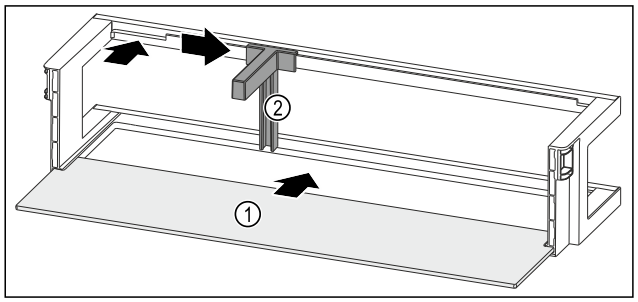

Fig. 59 Dörrfack med hylla
- ▶ Skjut in hyllan *Fig. 59 (1)* i urspariningarna på sidan.
- ▶ Sätt in flaskhållaren *Fig. 59 (2)* i ursparingen.
- ▶ Skjut flaskhållaren *Fig. 59 (2)* åt sidan till önskad position.